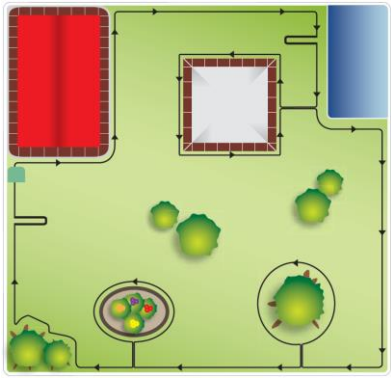

Bild 18 - Installation des Umzäunungsdrahtes: Blumenbeete
7. Verlegen Sie den Umzäunungsdraht im Uhrzeigersinn (siehe Bild 18)